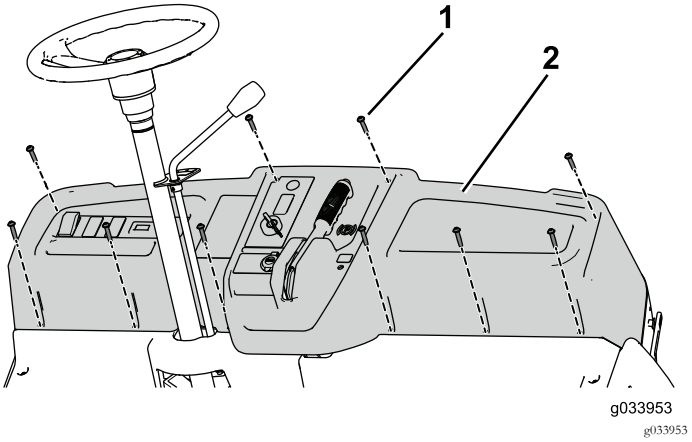

Figur 61
3. Ta bort de tio skruvarna (1/4 x 1 1/4 tum) så att du kan ta bort instrumentbrädan tillräckligt för att koppla loss parkeringsbromsen (Figur 61).